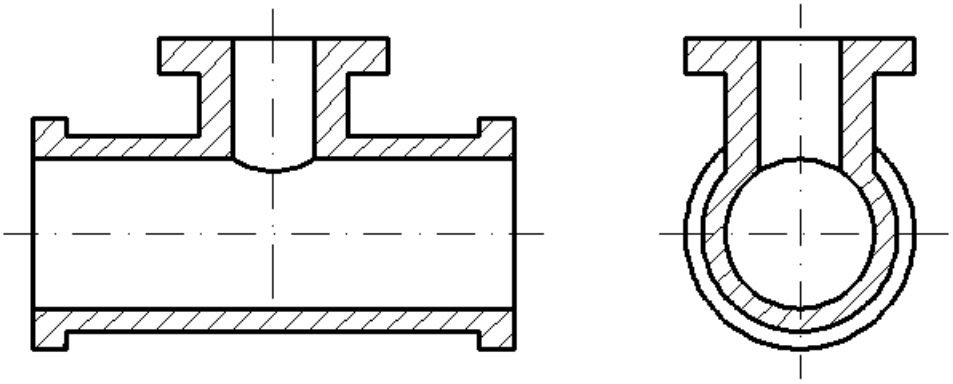

Рис. 22. Упрощенное изображение проекций линий пересечения поверхностей
3. На видах и разрезах допускается упрощенно изображать проекции линий пересечения поверхностей, если не требуется их точного построения. Например, вместо лекальных кривых проводят дуги окружности и прямые линии (рис. 22).